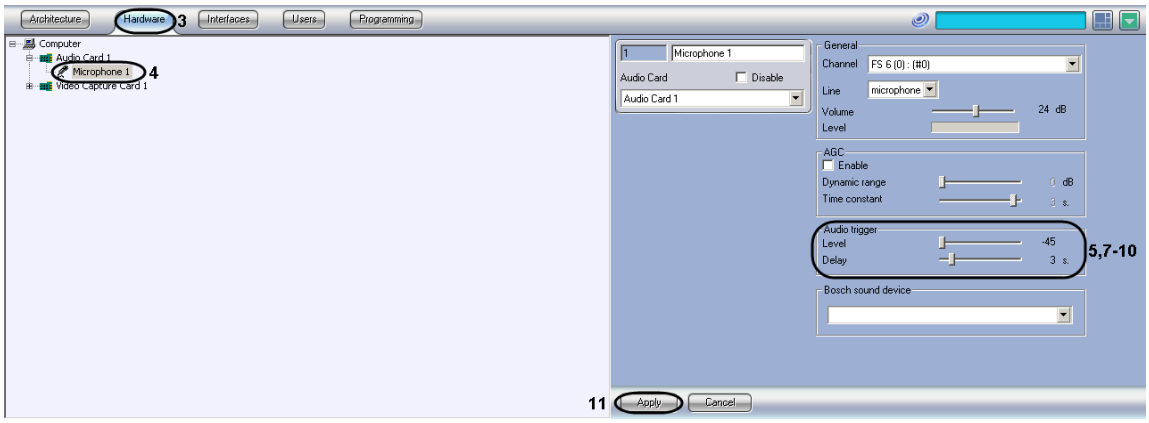

Figure 8.8-8. Setup of sound activated recording
4. Set the slider «Audio trigger» to the position, corresponding to the required level of video signal.The current level in conventional units is displayed in the field on the right of the slider (Figure 8.8-8).